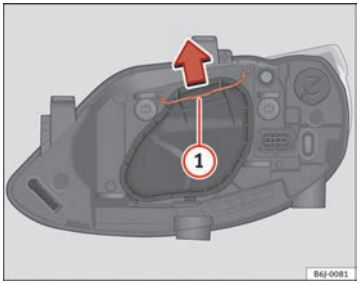

Fig. 145 Dipped beam/ main beam, single headlight
– Move the loop ⇒ Fig. 145 (1) in the direction of the arrow and remove the cover.